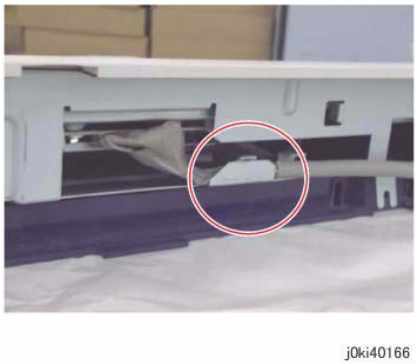

Figure 7 Position the coated end of the UI Cable at the hook
4. When attaching the UI Cable to the hook, make it so that the coated end of the UI Cable is positioned at the hook. (Figure 7)